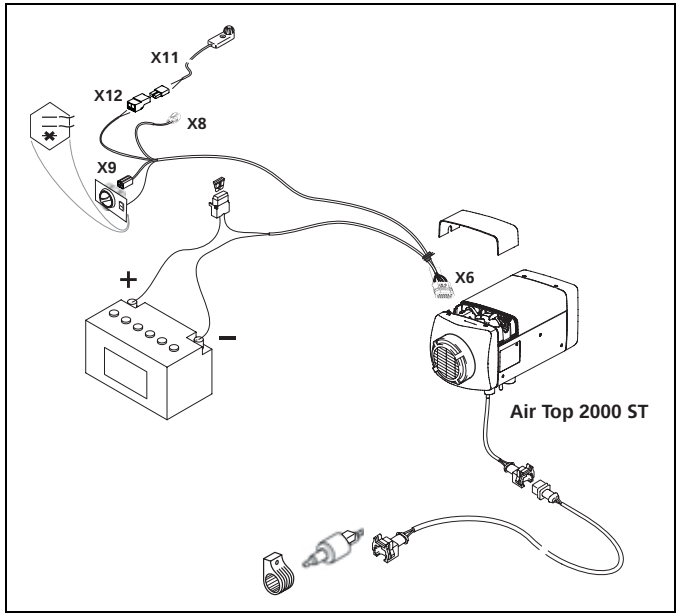
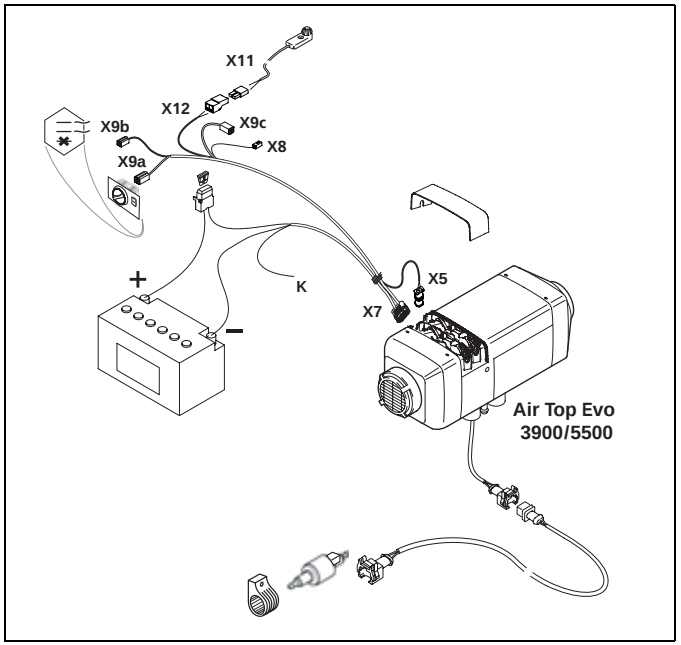

Bild 31: Kabelbaum Air Top 2000 ST
Bild 32: Kabelbaum Air Top Evo 3900/5500
Bild 31 und Bild 32 zeigen die Kabelbäume für Air Top 2000 ST und Air Top Evo 3900/5500.
- Kabelbaum des Air Top Evo 3900/5500 besitzt Kabel K (Bild 32, Farbe rt/sw) zur optionalen Ansteuerung eines Batterietrennschalters oder einer zusätzlichen Betriebsanzeige. Falls dafür nicht benötigt, Kabelende isolieren.